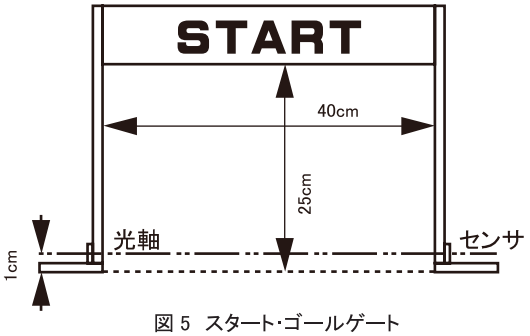

図 5　スタート･ゴールゲート
8.　スタートライン及びゴールライン上のセンサについて (図 5 に示されている)